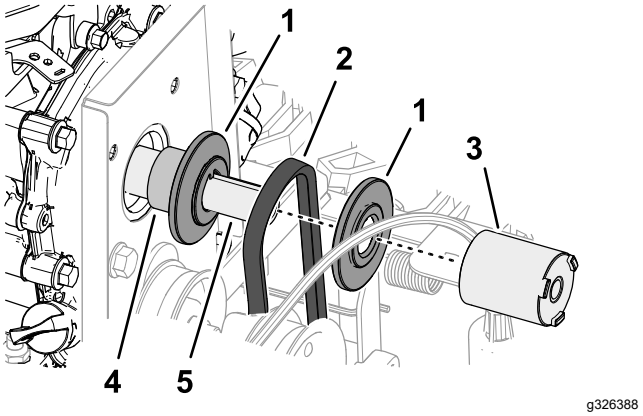

**Figur 50**
2. Ret traktionsremmen ind i rillen på traktionsremskiven øverst på maskinen, og skub traktionsremmen over motorens krumtapaksel (Figur 50).